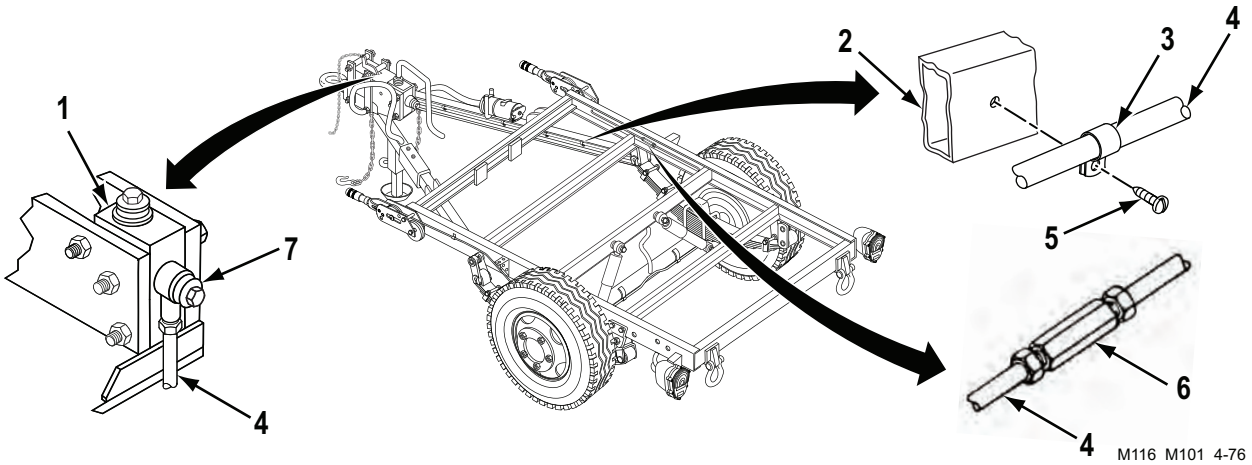

Figure 1. Front Tube Assembly.
1. Remove five screws (Figure 1, Item 5) from five loop clamps (Figure 1, Item 3) along curbside drawbar (Figure 1, Item 2).
2. Disconnect front tube assembly (Figure 1, Item 4) from connector (Figure 1, Item 7) at master cylinder (Figure 1, Item 1).
3. Disconnect front tube assembly (Figure 1, Item 4) from coupling (Figure 1, Item 6). Remove front tube assembly from curbside drawbar (Figure 1, Item 2).
4. Remove five loop clamps (Figure 1, Item 3) from front tube assembly (Figure 1, Item 4).
1. Install five loop clamps (Figure 1, Item 3) on front tube assembly (Figure 1, Item 4).
2. Position front tube assembly (Figure 1, Item 4) along curbside drawbar (Figure 1, Item 2) and connect to coupling (Figure 1, Item 6).
3. Connect front tube assembly (Figure 1, Item 4) to connector (Figure 1, Item 7) at master cylinder (Figure 1, Item 1).
4. Install five loop clamps (Figure 1, Item 3) on curbside drawbar (Figure 1, Item 2) with five screws (Figure 1, Item 5).